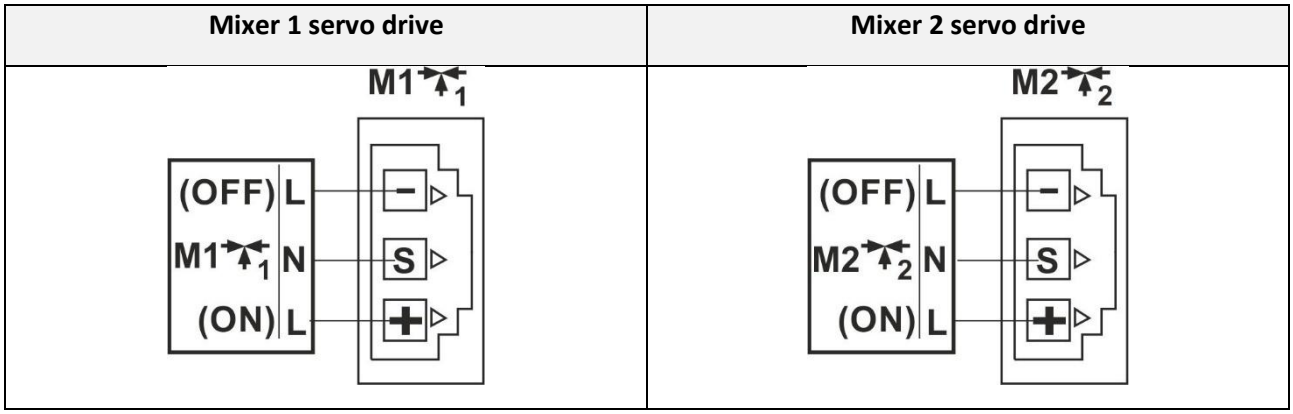

Figure 28. Wiring diagram of Mixer servo drive
- connect the Mixer drive with the controller via the connector on the left wall of the switchboard to the controller (see Figure 28) according to the technical documentation of the actuator manufacturer. Pay attention to the correct designation of the wires for opening and closing the valve.